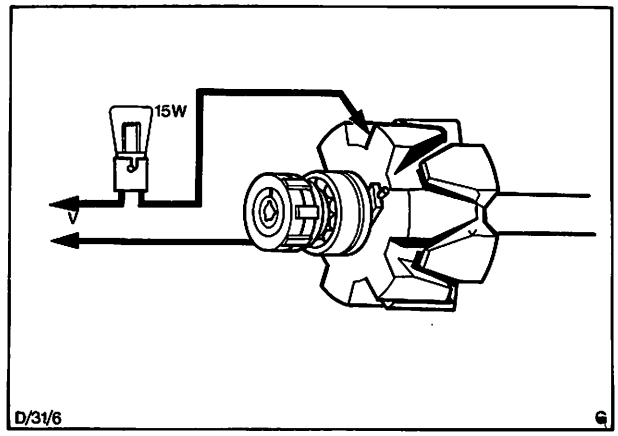

Abb. 58 Isolation der Läuferwicklung prüfen
b) Isolation der Läuferwicklung prüfen, Abb. 58. Stromquelle über eine 15-Watt-Prüflampe zwischen einen der Schleifringe und einen der Läuferpole anschließen. Leuchtet die Prüflampe auf, so deutet dies auf mangelhafte Isolation der Läuferwicklung hin.